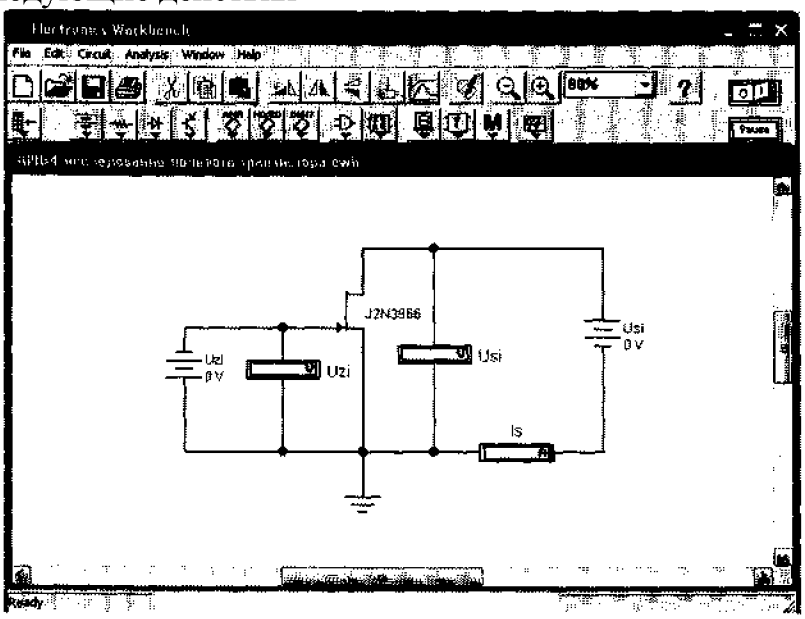

Рис. 12. Схема для исследования полевого транзистора
2,Соберите схему, показанную на рис. 12.
4.1. На схеме (рис. 12) наведите курсор на источник постоянного напряжения (батарею) U_{zi}($U_{зи}$);
4.4. На схеме (рис. 12) наведите курсор на источник постоянного напряжения (батарею) *Usi* ($U_{си}$). В появившемся диалоговом окне **ВаНегу Рторегйез** (свойства батареи) в меню **Value**(параметр) установите значение 2 В и нажмите кнопку **ОК** диалогового окна. Значение I_s *(*I_c*)* для данного напряжения занесите в
7.1. На схеме (рис. 12) наведите курсор на источник постоянного напряжения (батарею) *Usi* ($U_{си}$).
7.4.На схеме (рис. 12) наведите курсор на источник постоянного напряжения (батарею) $U_{zi}(U_{зи})$ В появившемся диалоговом окне **Battery Properties** (свойства батареи) в меню **Value** (параметр) установить значение 1 В и нажать кнопку ОК диалогового окна. Значение I_c для данного напряжения занести в таблицу 11.